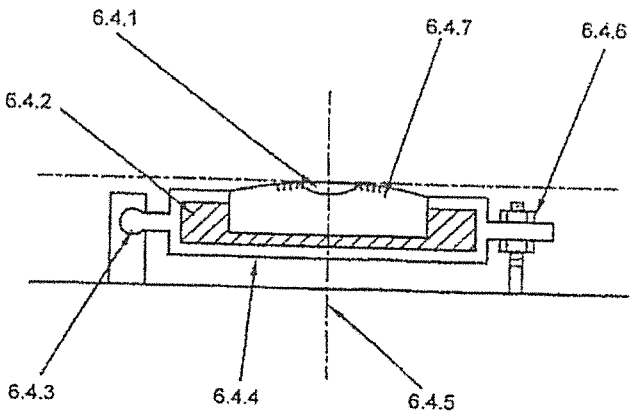

FIGURE 1
6.4 FIGURE 1, on the DIAGRAM SHEET (attached) shows a section through a spirit level of a levelling instrument.